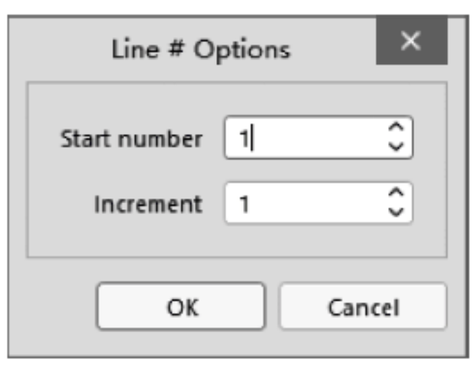

图 1-175　“行号选项”对话框
- 若要自动设置所有项目 BOM 条目(元件)的位置编号，单击“设置行号”按钮，行号显示在“行号”列，位于列的“条目详情”分组中。单击按钮右侧的下三角按钮打开“行号选项”对话框，可定义起始值和增量值，如图 1-175 所示。